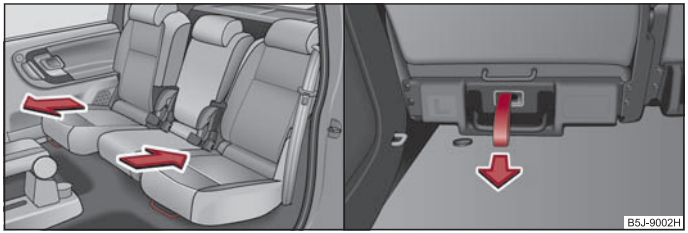

Fig. 50 Releasing at the front / rear
- Pull up the lever ⇒ fig. 50 on the left or on the release loop ⇒ fig. 50 on the right and move the seat into the desired position.